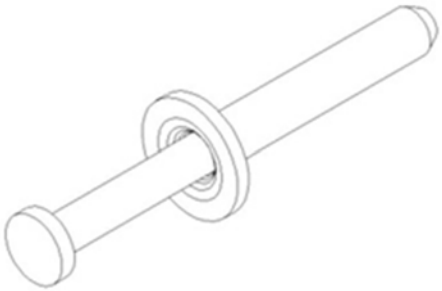
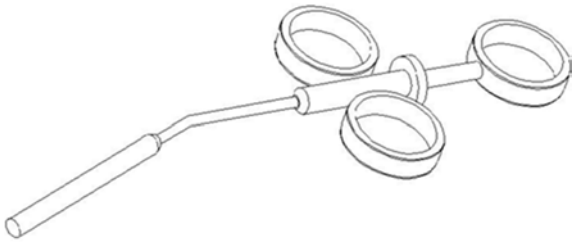
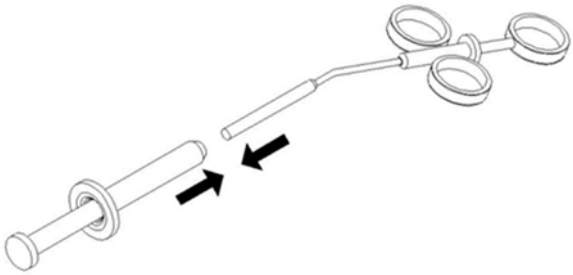

Rys. 4-10 Strzykawka
Rys. 4-11 Injektor fibryny
Rys. 4-12 Łączenie strzykawki z injektorem
- Zassać fragmenty skrzepu z miseczki CGF K1 DPT za pomocą strzykawki z rys. 4-10.
- Połączyć injektor (rys. 4-11) ze strzykawką (rys. 4-10) w sposób pokazany na rys. 4-12.